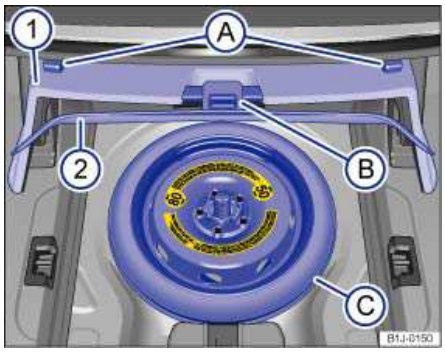

Fig. 107 Compact spare wheel and tire C inside the luggage compartment under the floor covering.
- Open the luggage compartment lid. Lift up the luggage compartment cover ⇒ fig. 107 (1) and latch it by slipping its hooks over the tabs (A).
- Lift the floor covering (2) and use the hook (B) to hang it on the handle of the raised luggage compartment cover (1) so that you have both hands free to remove the compact spare wheel.
- Completely unscrew the handwheel in the center of the compact spare (C) counterclockwise and remove the compact spare wheel.